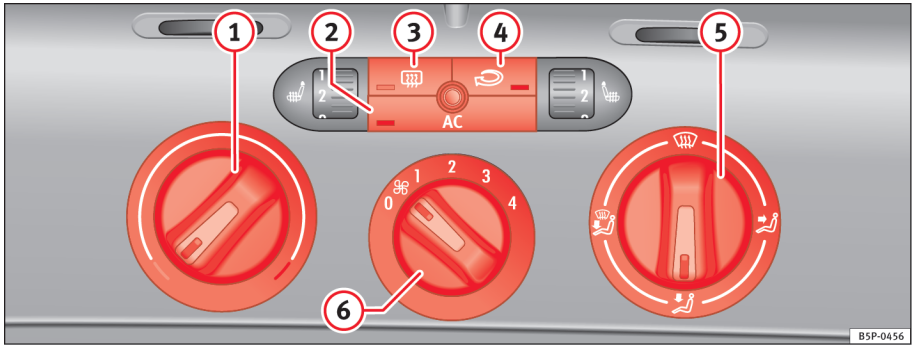

Fig. 109 I instrumentpanelet: betjeningselementer til Climatic
– Drej kontakten til regulering af temperaturen ⇒ fig. 109 (1) til højre, indtil den ønskede varmeydelse er nået.